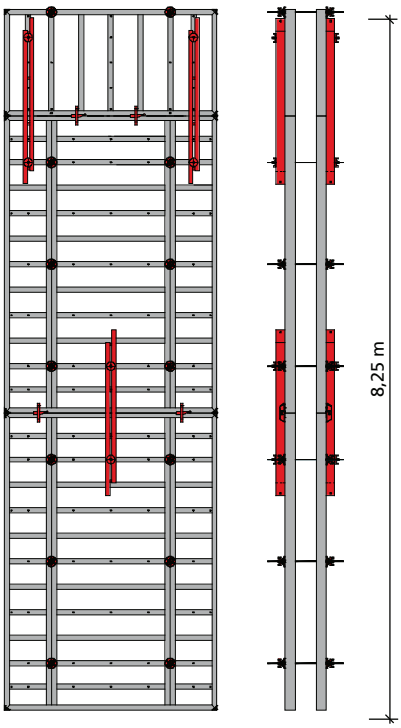
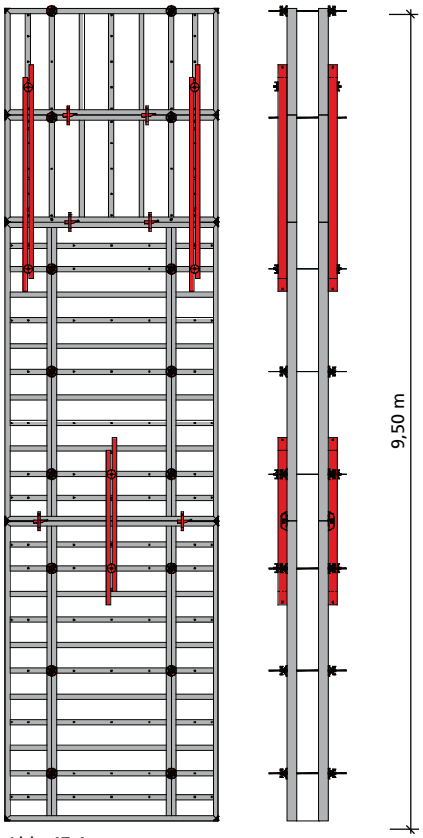

Abb. 47.3
Abb. 47.4
- Eine Höhe von 8,25 m erreicht man mit 2 vertikalen M 350-Elementen, die man mit einem 1,25 m breiten Element horizontal aufstockt. Hier kann man durch Richtschienen die untere Ankerlage am obersten Element einsparen (Abb. 47.3). Das ist auch der Fall, wenn man mit einem weiteren 1,25 m breiten Element horizontal auf 9,50 m aufstockt (Abb. 47.4).